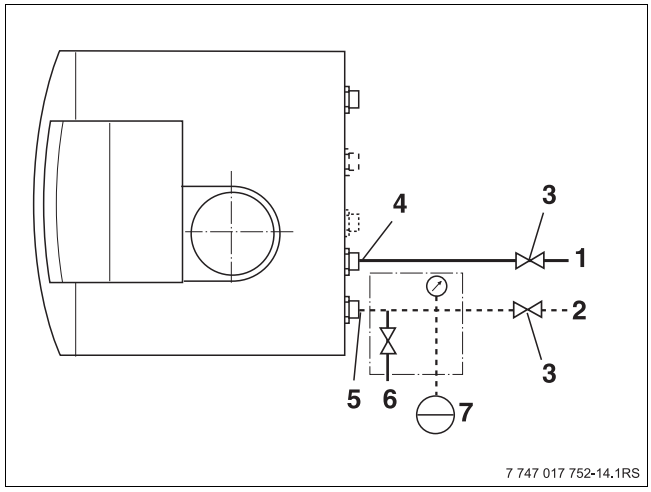

Bild 13 Vor- und Rücklauf anschließen
- Ausdehnungsgefäß (→ Bild 13, [7]) in die Baugruppe „Anschluss MAG“ [1] bzw. in den Rücklauf einbauen. Bei Verwendung eines offenen Verteilers an der sekundären Seite des offenen Verteilers das Ausdehnungsgefäß an den Rücklauf anschließen.